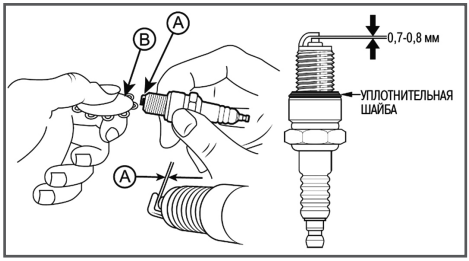

Рис. 27 Проверка межэлектродного зазора
4. Измерьте зазор А между электродами свечи зажигания специальным щупом В. Зазор должен быть 0,7-0,8 мм (Рис. 27). При увеличении или уменьшении требуемого зазора, рекомендуется заменить свечу, так как регулировка зазора может привести к изменению качества искрообразования.